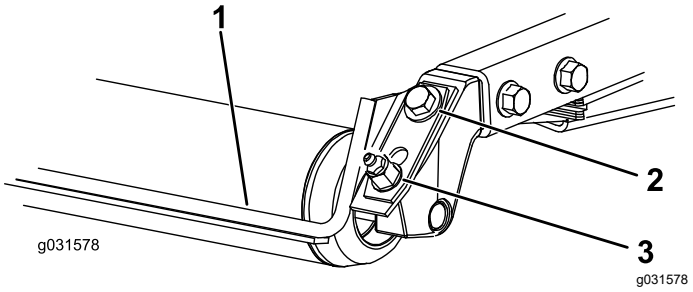

Figura 20
1. Allentate il raccordo d'ingrassaggio e la vite di montaggio (Figura 20).